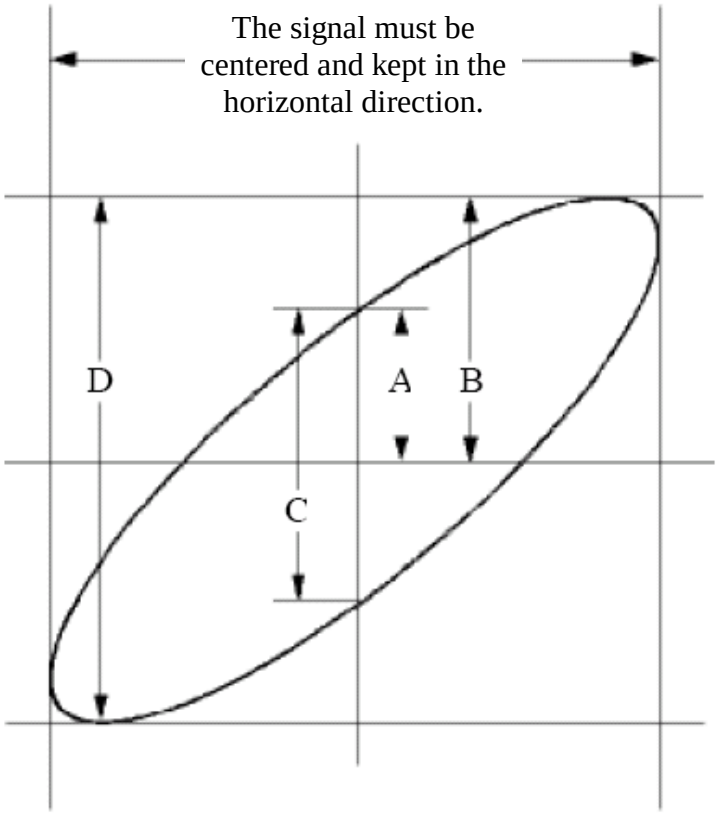

Figure 9-6 Lissajous Graph
(8) Turn the **Vertical Scale** and **Vertical Position** knobs, optimizing the waveform.
(9) With the elliptical oscillogram method adopted, observe and calculate the phase difference (see *Figure 9-6*).